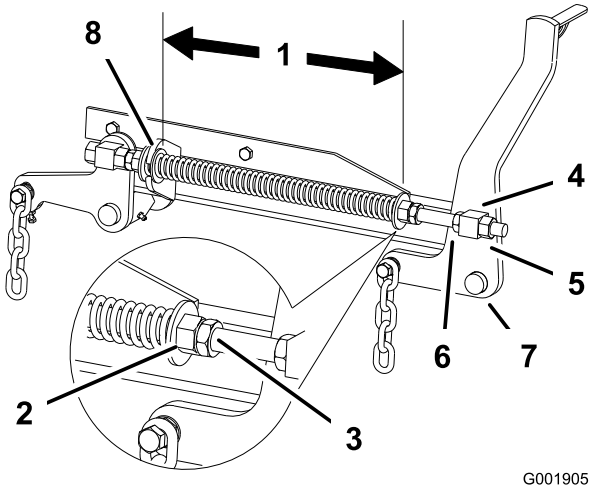

Figur 81
2. Kontrollera avståndet mellan de två stora brickorna; det måste vara 29,2 cm (Figur 81).
3. Justera det här avståndet genom att lossa fjäderkontramuttern och vrida muttern framför respektive fjäder (Figur 81). Vrid muttern medsols för att förkorta fjädern eller motsols för att förlänga fjädern.
4. Lås muttern på plats genom att dra åt fjäderkontramuttern (Figur 81).